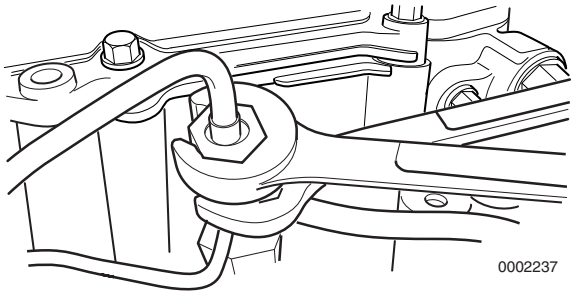

Figure 7-4
5. Next, loosen the fuel line nuts at the fuel injectors. Use one wrench to hold the fuel return line nut and fuel return line from rotating. Use a second wrench to loosen the fuel line nut **(Figure 7-4)**. Repeat with the remaining fuel injectors.